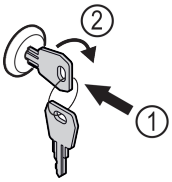

Fig. 114 Reprezentare exemplificatoare
▶ Introduceți cheia prin apăsare *Fig. 114 (1)*.
▶ Rotiți cheia cu 90° în sensul acelor de ceasornic *Fig. 114 (2)*.